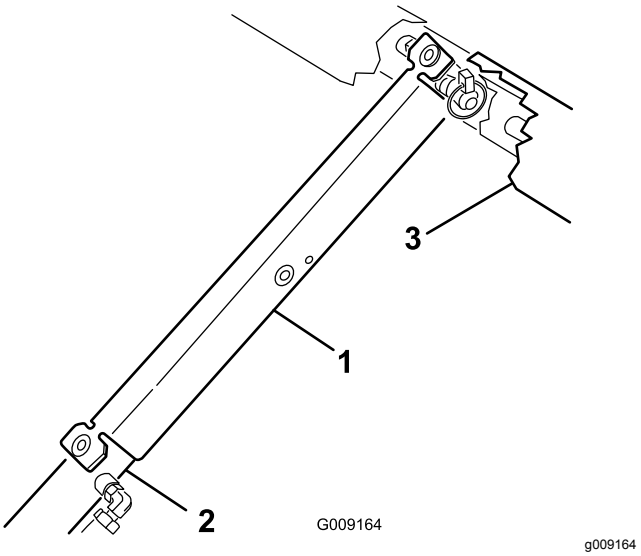

Figur 12
9. Skyv støttepilaren for lasteplanet på sylinderstangen. Påse at pilarendene hviler på enden av sylinderløpet og sylinderstangen (Figur 12).